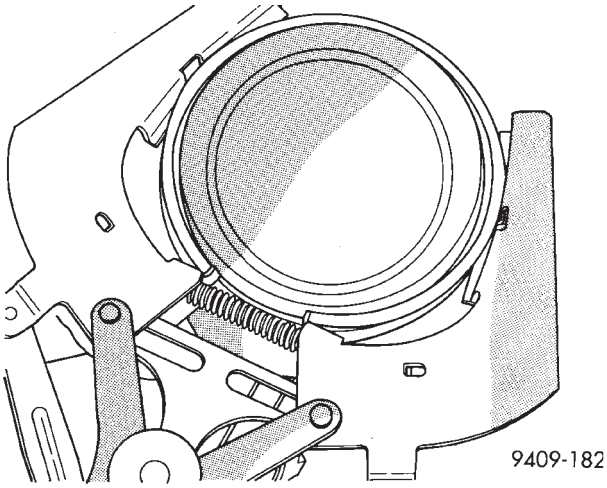

Abb. 111 Kolbenringe—Aus- und Einbau
(1) Die Markierung auf dem oberen und mittleren Kolbenring muß zum Kolbenboden zeigen.
(2) Mit einer Kolbenringzange oberen und mittleren Kolbenring ausbauen (Abb. 111).